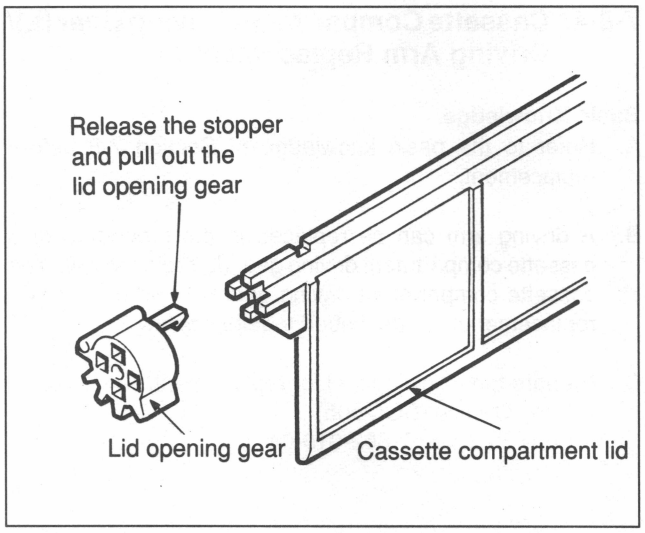

Fig. 7-8-7 Cassette Compartment Lid/Lid Opening Gear Removal
2. Cassette Compartment Lid/Lid Opening Gear Removal (Refer to Fig. 7-8-7.)